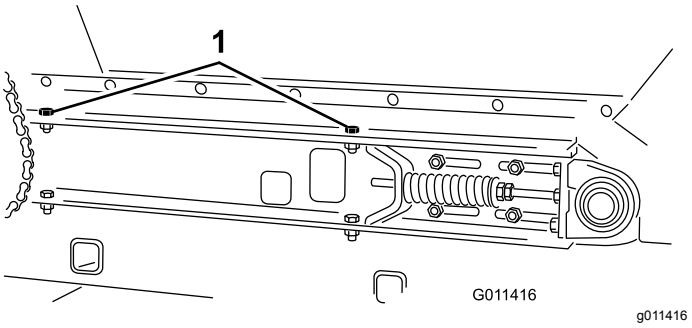

Figur 32
4. På begge sider af maskinen skal du fjerne de 2 maskinskruer, spændeskiver og møtrikker, der fastgør tragtbeholderen til glideladet (Figur 32).